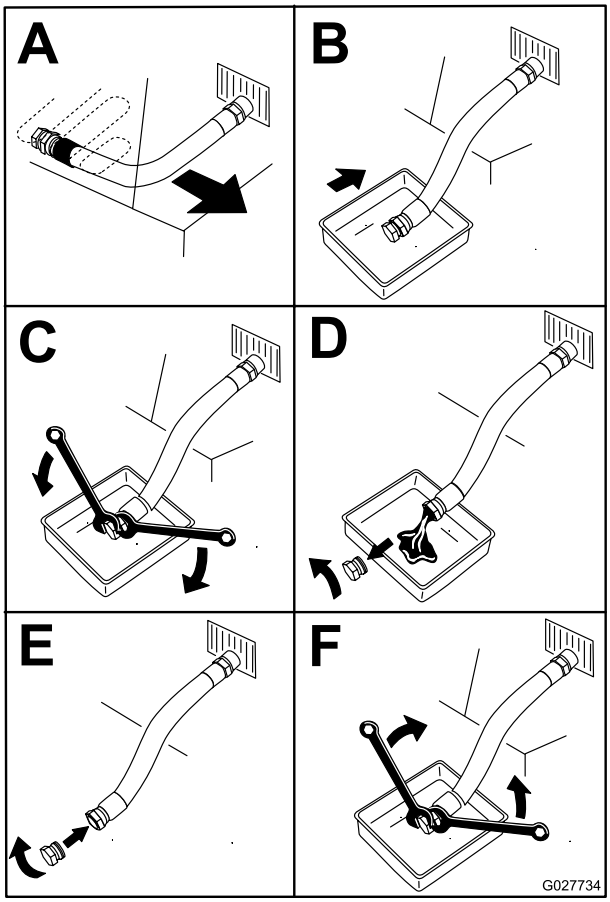

Figure 62
4. Vidangez l'huile moteur (Figure 62).